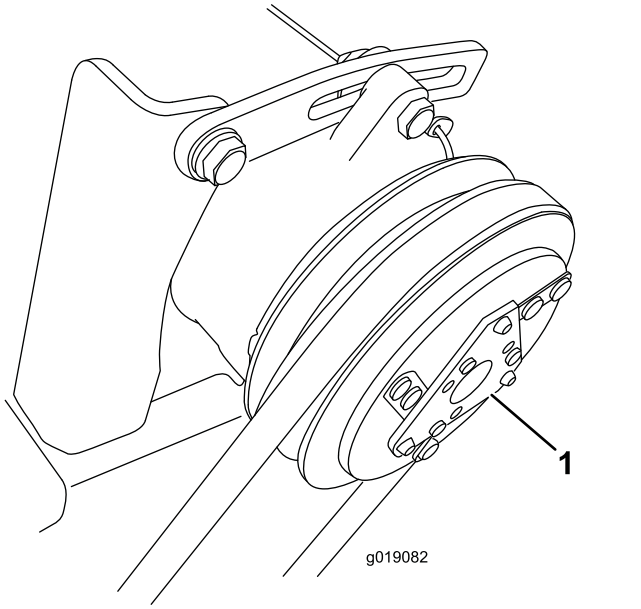

Bild 30
3. Hören Sie an der Rückseite der Maschine, ob die Kompressorkupplung (Bild 30) ein- und auskuppelt (Klicken).